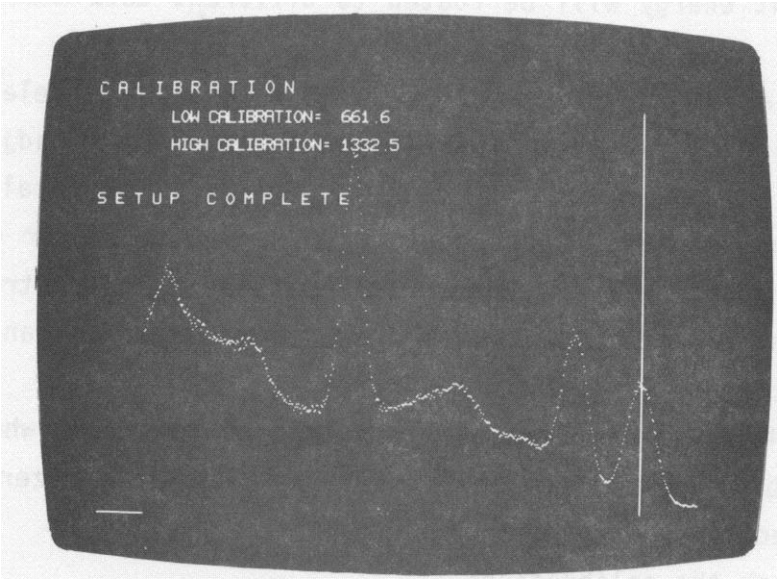

Figure 12b HIGH CALIB ENTRY
g) When you have keyed in the correct value, press ENTER(YES). As shown in figure 12b, the display now asks for the high calibration value;